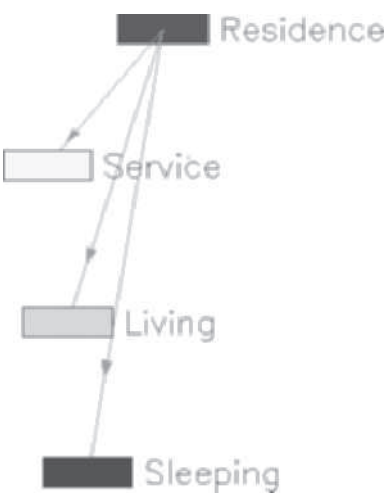

FIGURE 4.41 *Zones of the Residence*
15. Choose **Zone** in the workspace. Edit the **Name** property to **Residence** in the Properties palette. Retain the selection of the Zone, choose the "+" grip, and select the **Sleeping**, **Service**, and **Living** zones as shown in Figure 4.41. Press ENTER and then ESC to end the selection.